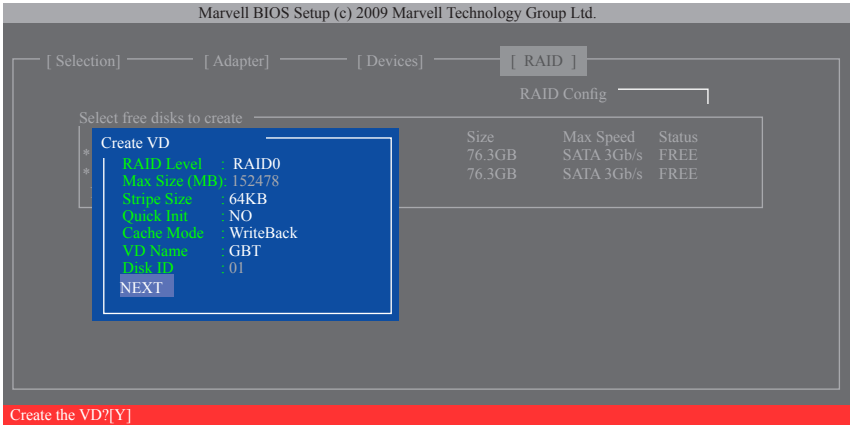

図 7
6. **NEXT:** 上の設定を完了した後、**NEXT** に移動して<Enter>を押しアレイの作成を開始します。確認を求められたら、<Y>を押して確認するか<N>を押してキャンセルします(図 7)。